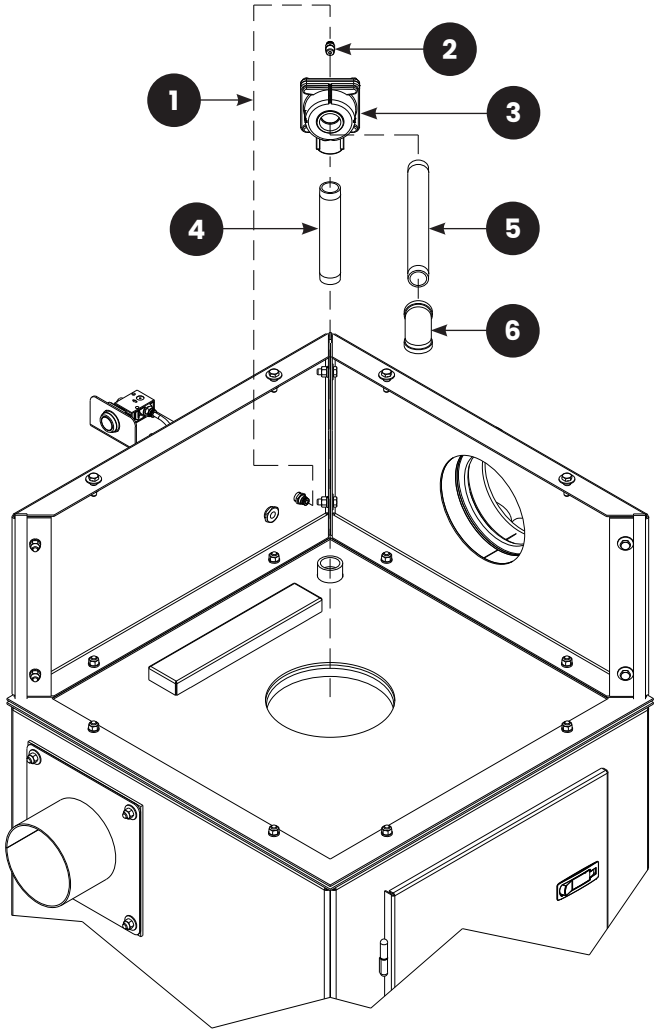

FIGURE 22
9.6 | Pulse Plumbing Assembly — Figure 22